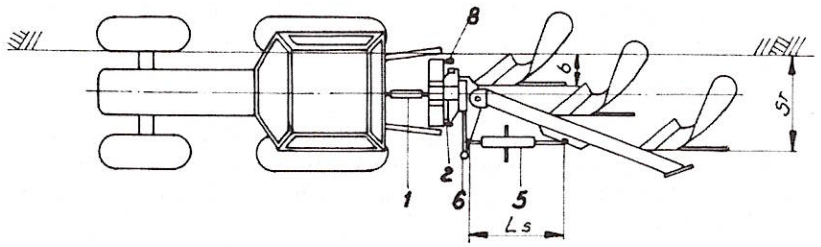

Rys. 7. Wstępna regulacja pługa.
- sprawdź wstępne wypoziomowanie pługa w kierunku podłużnym. Regulacji dokonuje się za pomocą górnego łącznika ciągnika (poz.1 Rys.7);
- opuść pług nie opierając go całym ciężarem o podłoże. Wrzecionem suwaka (poz.6 – Rys.7) przesuwając ramę względem przodka ustaw szerokość b pierwszego korpusu. (Odległość od ściany wewnętrznej opony od linii płozu pierwszego korpusu);